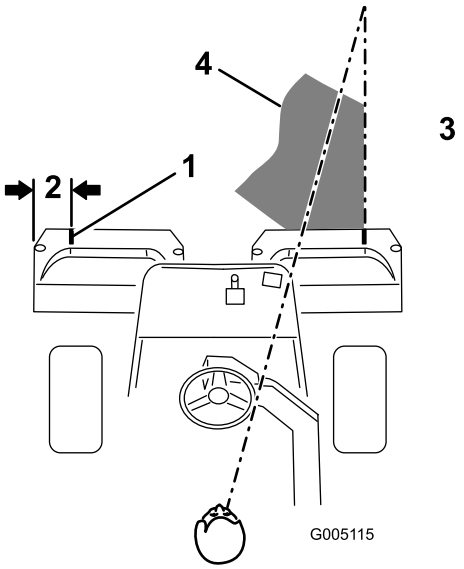
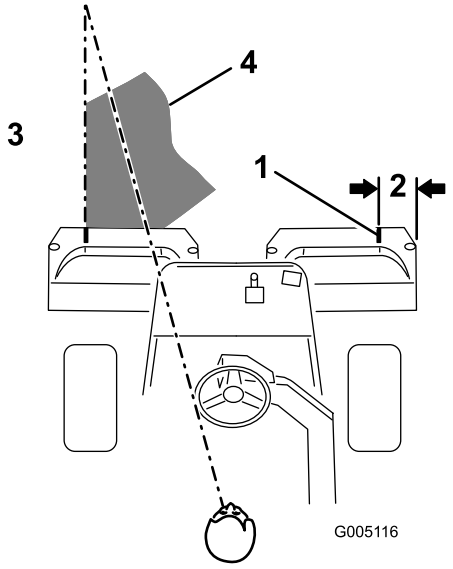

Figuur 39
Figuur 40
2. Bevestig een strook witte tape of zet een streep op elke mand, die evenwijdig loopt aan de buitenrand van elke mand Figuur 39)
3. Zorg ervoor dat een nieuwe maaibaan de vorige maaibaan zo weinig mogelijk overlapt. Om ervoor te zorgen dat het u gazon in een rechte lijn maait en de machine op een gelijke afstand van de rand van de vorige maaibaan blijft, moet u uitgaan van een denkbeeldige zichtlijn, ongeveer 1,8 tot 3 m vóór machine tot de rand van het ongemaaide deel van de green Figuur 39 en Figuur 40). Sommige bestuurders vinden het handig de buitenrand van het stuurwiel deel te laten uitmaken van de zichtlijn; d.w.z. de rand van het stuurwiel in een rechte lijn te houden ten opzichte van een punt dat altijd op dezelfde afstand van de voorkant van de machine blijft (Figuur 39 en Figuur 40).